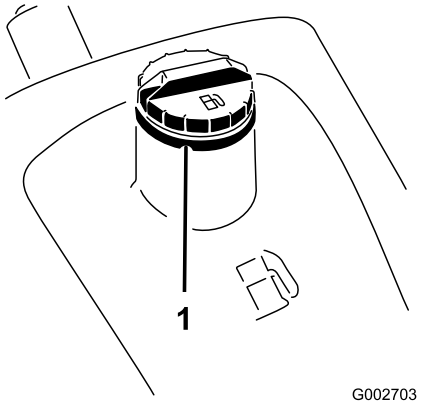

**Figuur 14**
1. Maak de omgeving van de dop van de brandstoftank schoon (Figuur 14).